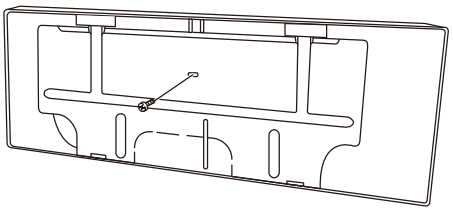

Fig. 1-54
(1) Remove and discard the set screw on the rear panel. (Fig. 1-54)